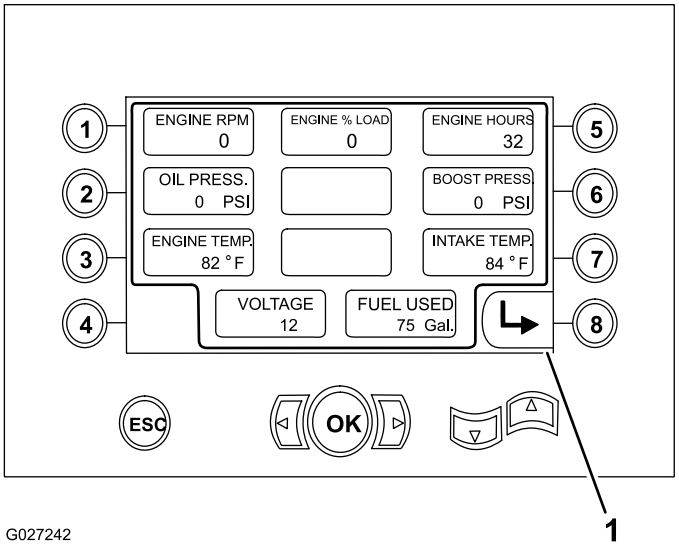

Figure 37
- Régime moteur en tr/min (Figure 37)
- Pourcentage de charge du moteur (Figure 37)
- Heures de fonctionnement du moteur (Figure 37)
- Pression d'huile et de pression de suralimentation (Figure 37)
- Température du liquide de refroidissement du moteur et d'air d'admission (Figure 37)
- Tension (Figure 37)
- Quantité de carburant utilisée (Figure 37)